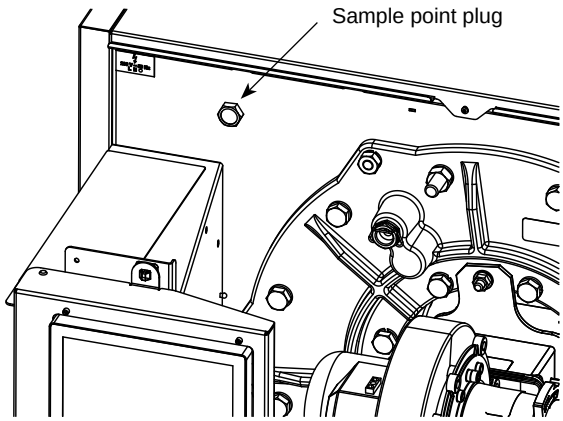

Fig 21. Removal of Sample Point Plug
1. Use an appropriate tool to remove sample point plug from front of combustion chamber (see Fig 21).